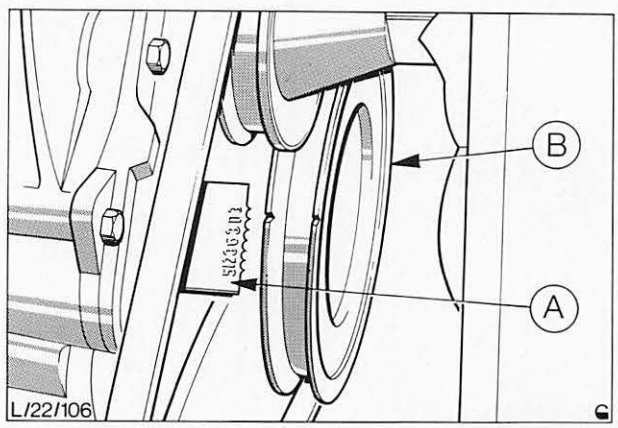

Abb. 36 Kurbelwelle auf o. T.
14. Zündzeitpunkt und Zündverstellung prüfen (siehe Pos. 22 213, Abb. 36).